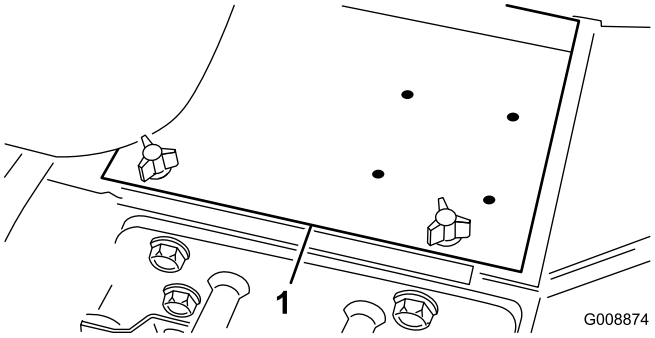

Figur 4
3. Fjern batteridekslet (Figur 4).